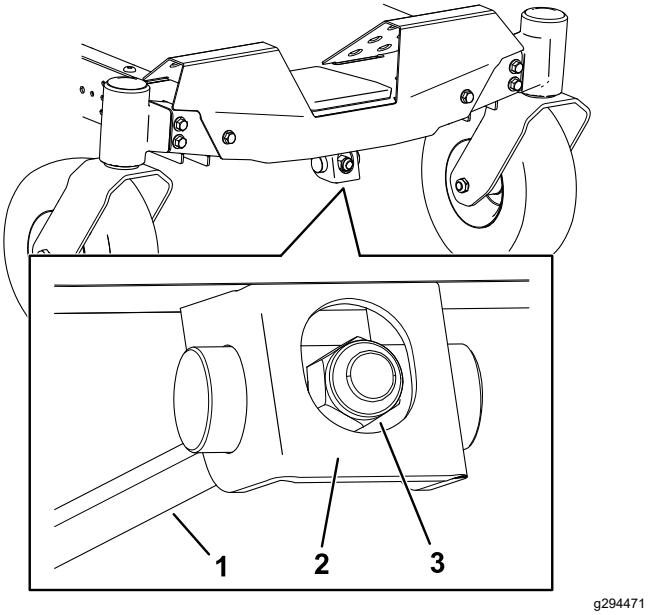

Figura 75
1. Gire la tuerca de ajuste en la parte delantera del cortacésped (Figura 75).